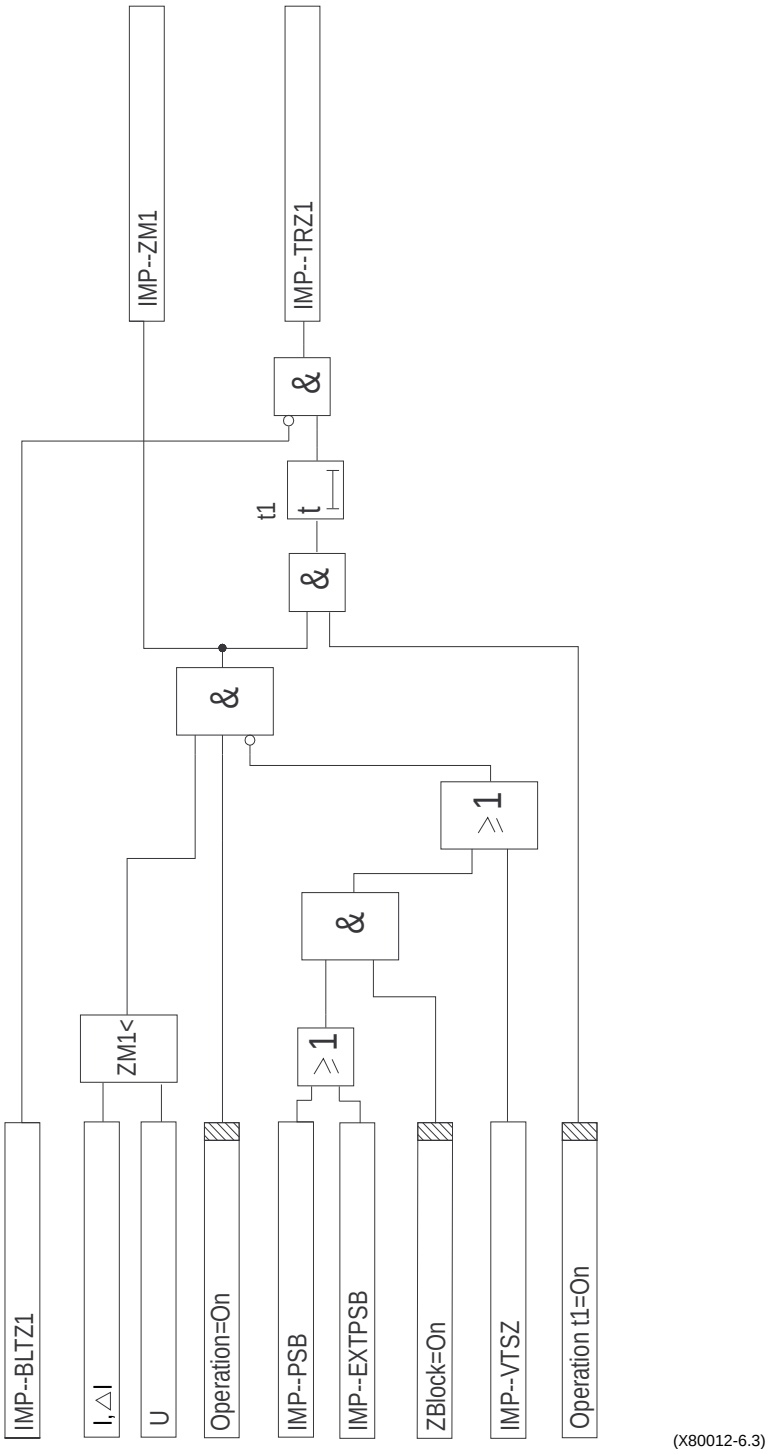
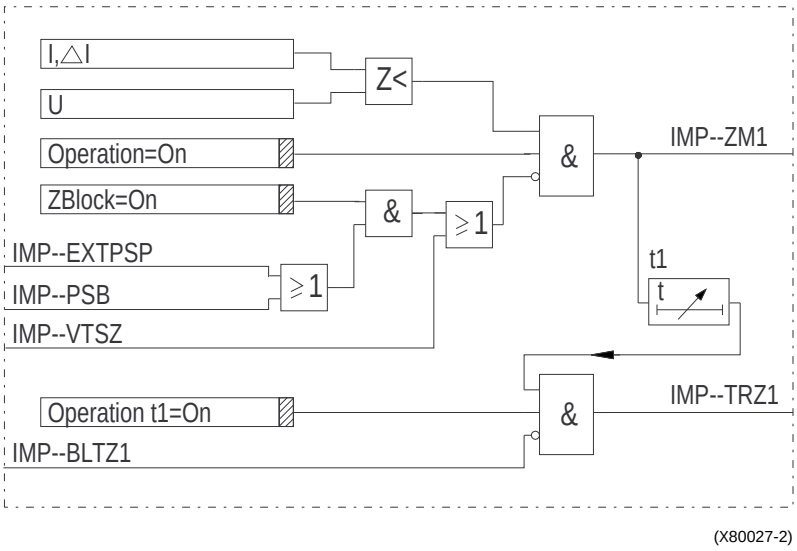

Fig. 1 Example of a simplified logical diagram for one function.
Fig. 2 Typical example of a functional connectional diagram.
The names of the configurable logical signals consist of two parts. The first part of the signal name consists of up to four letters, and presents the abbreviated name for the corresponding function. The first and the second part of a signal name are divided by a dash. The second part of a signal name presents a functionality of a particular signal. According to this explanation, the meaning of the signal IMP--BLTZ1 in Fig. 1 is as follows:
- Frames with a shadowed area on their left side present functional input signals, which should be normally, but not absolutely necessarily, configured to the binary inputs of the 500-series terminals. Examples in Fig. 1 are signals IMP--BLTZ1 and IMP--EXTPSB.
- Frames with a shadowed area on their right side present the logical setting signals. Their values are equal to logical ones only when the corresponding setting parameter is set at the value specified within the frame. Examples in Fig. 1 are the signals Operation=On and ZBlock=On.
- The internal signals are normally produced within the digital signal processors and dedicated to a particular function. They are normally not available for configuration purposes. Examples in Fig. 1 are signals I, ΔI and U.
- The functional input signals are normally presented by ordinary frames. It is possible to configure them to functional output signals of other functions as well as to binary input terminals. Typical examples of functional input signals in Fig. 1 are signals IMP--PSB and IMP--VTSZ.
- The functional output signals (or production signals) normally present the logical outputs of different functions. They are available for configuration purposes. The user can configure them to binary outputs of the terminal or to different inputs of different functions (to the functional input signals). Typical examples in Fig. 1 are signals IMP--ZM1 and IMP--TRZ1.
Completely configurable binary inputs and outputs, functional inputs and outputs enable the user to prepare within the REx 5xx his own configuration of different functions according to application needs and standard practice. Each function also has a corresponding functional connection diagram, which presents a function as a closed block with the most important internal logical circuits and configurable functional inputs and outputs. Fig. 2 presents a typical functional connection diagram, which corresponds to the simplified block diagram of the function presented in Fig. 1.